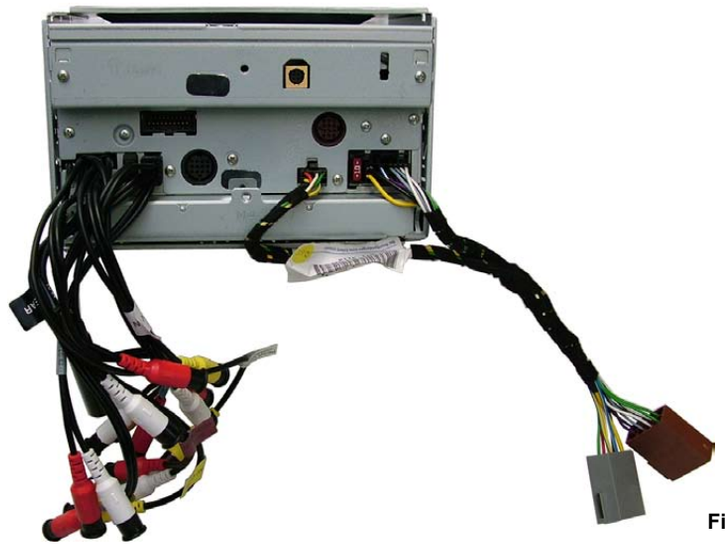

Fig.2
2. Disconnect the connectors (**Fig.2**) on the rear of the car hi-fi.